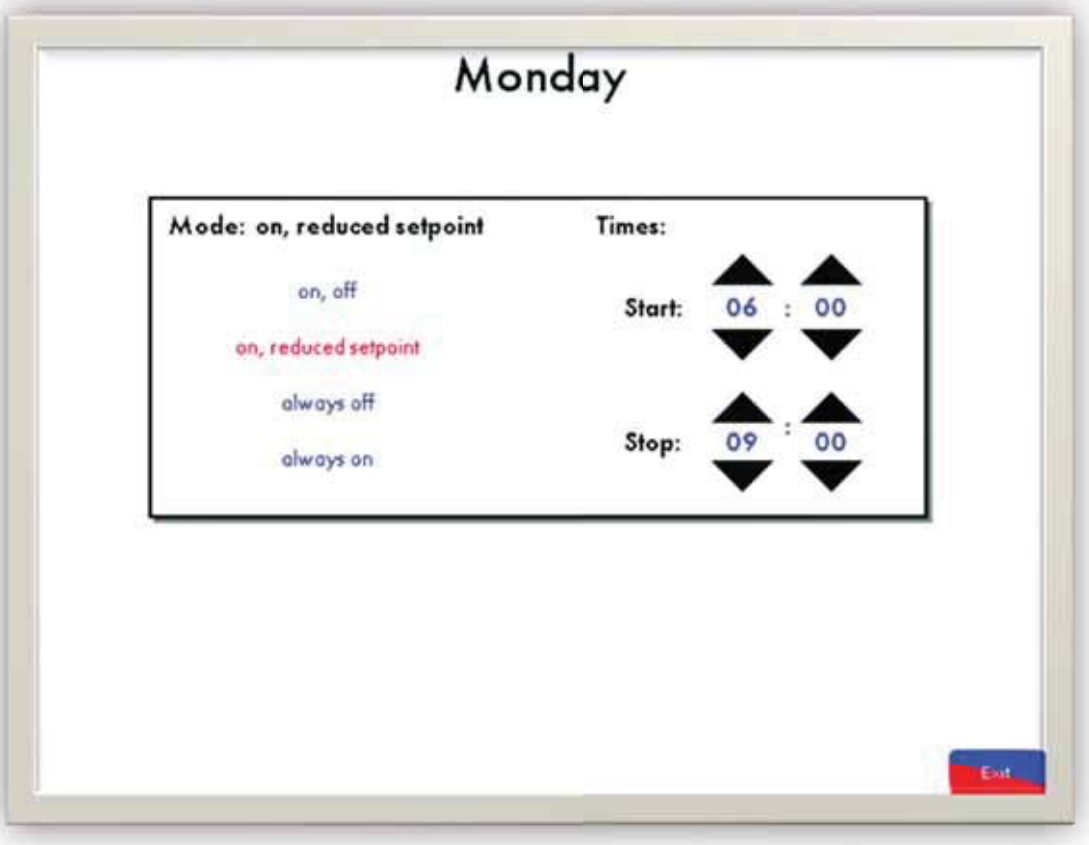

Figure 2.17.7.13.ii Run Times Editing Screen
4. If the Run Times facility is enabled, editing of the Run Times is also enabled. In order to change the Run Times for each day press on the text of the day that needs editing. This will give you the screen in Figure 2.17.7.13.ii (next page).